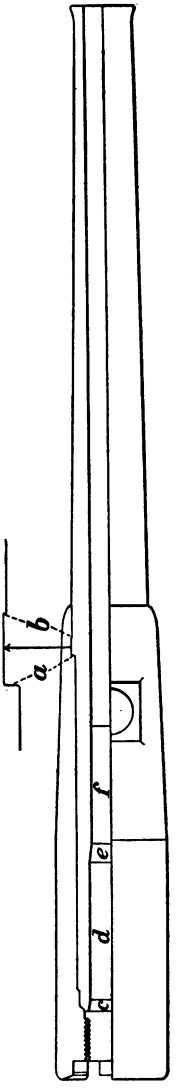

FIG. 39.
3.2-INCH B. L. RIFLE, MODEL '90. (FIG. 39.)